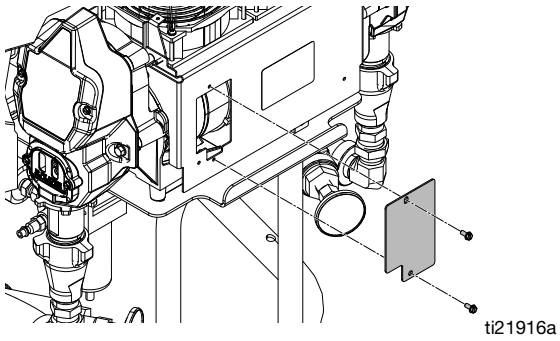
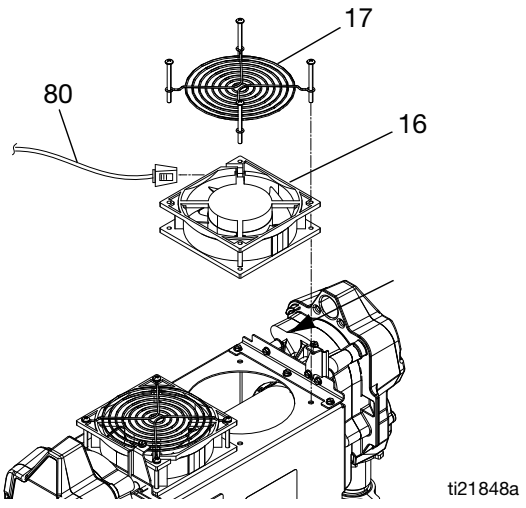

AFB. 19 Motorborstels
AFB. 20 Ventilatoren
4. Verwijder de ventilatoren (16) en koppel de kabel (80) los. Zie AFB. 20.
6. Verwijder de kap van de displaybesturing (26). Ontkoppel de motorkabels als volgt:
a. Koppel de connector van de stroomvoorziening voor de motor los voor het ferriet (88).
4. Verwijder de ventilatoren (16) en koppel de kabel (80) los. Zie AFB. 20, pagina 55.
a. Verwijder de twee bouten om toegang te krijgen tot de afdekplaat. Zie AFB. 19, pagina 55.
b. Verwijder de twee bouten om toegang te krijgen tot de afdekplaat. Zie AFB. 19, pagina 55.